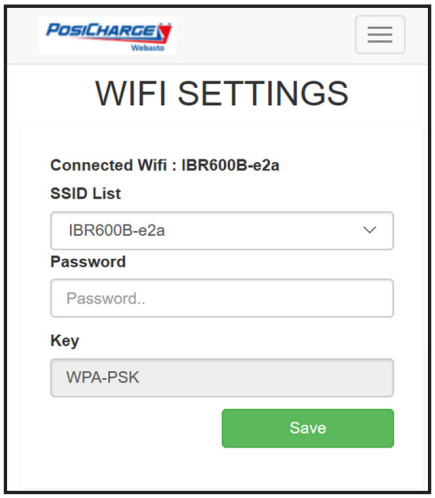

Figure 31 – Wi-FI
4. Select the appropriate SSID of the client's Wi-Fi service in the Wi-Fi Settings window (Figure 31), using the drop-down menu options. Click the **Save** button after entering the supplied information.